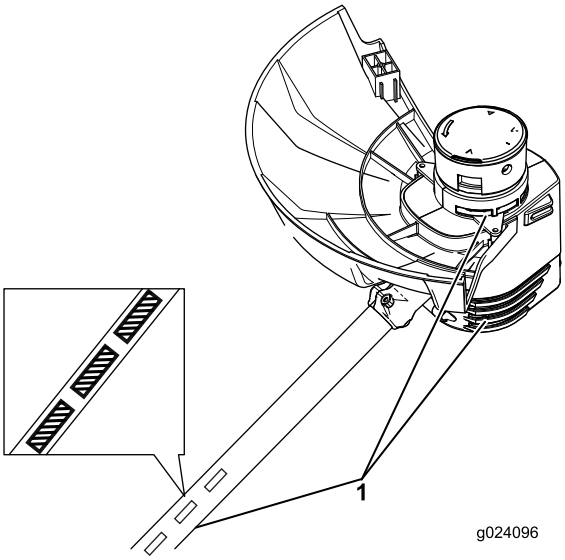

Figur 18
5. Borsta bort skräp från luftintagen på motorkåpan och -axeln för att förhindra att motorn överhettas (Figur 18).